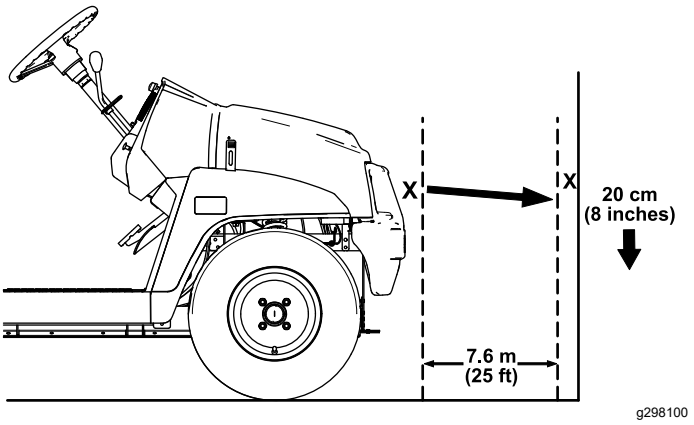

Figur 54
1. Parkera maskinen på ett plant underlag med strålkastarna ca 7,6 m från en vägg (Figur 54).
Den ljusstarkaste delen av ljuskäglan ska vara 20 cm nedanför markeringen du gjorde på väggen (Figur 54).